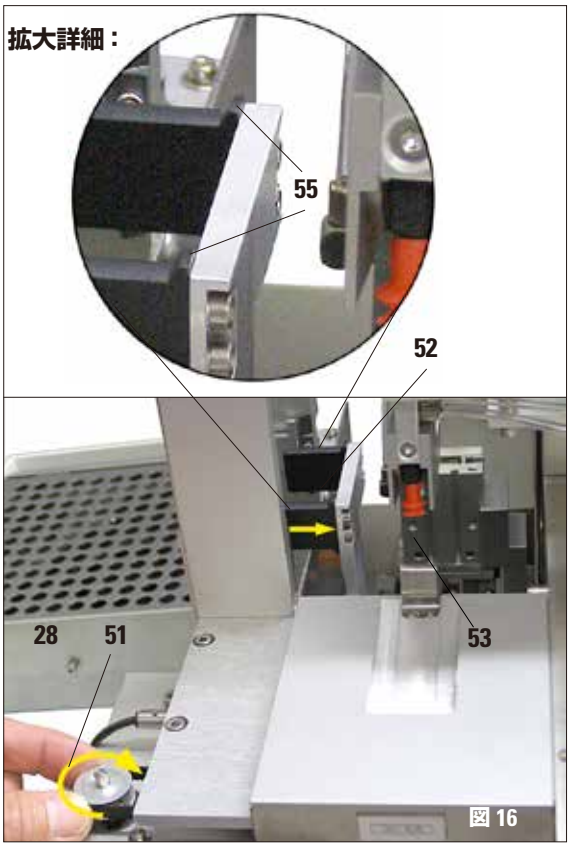

図 16
- 開けたメンテナンスドアの近くには、スライドイジェクター（**52**）を動かすプーリー（**51**）があります。これを使用してスライドイジェクターを左右に動かすことができます（図 16、**51** の黄色い矢印を参照）。
- ディスペンサーニードルは作業ポジションで前後に動かすことができます（図 16、**53** を参照）。搬送モジュールを使用して慎重に手で動かします。